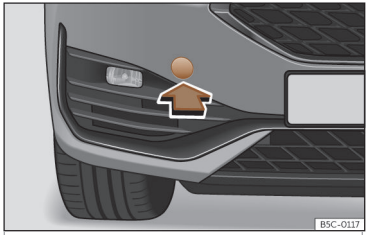

Fig. 47 Sul lato destro del paraurti anteriore: estrarre il coperchio.
L'alloggiamento dell'occhiello di traino avvitabile si trova sul lato destro del paraurti anteriore, dietro a uno sportellino››› **fig. 47**.
- Togliere il coperchietto premendolo in basso e lasciarlo agganciato al veicolo ››› **fig. 47**.